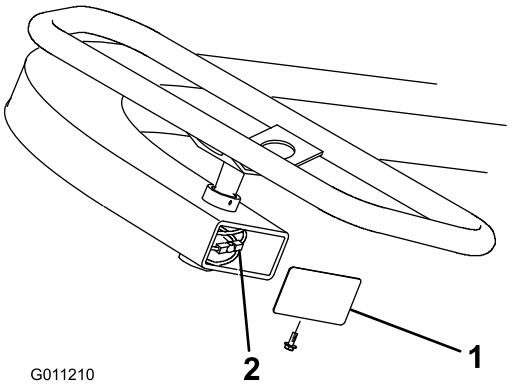

Figur 49
2. Om alla gängor på kabeländen har slitits ut byter du ut kablarna. Serva vid behov remskivan och styrkabeln under styrhjulet genom att ta bort skyddet som sitter längst ut på styrkolonnen (Figur 49).